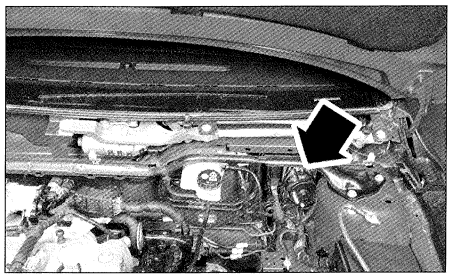

FIG. 2
- el refuerzo del soporte superior del elemento de suspensión (fig. 2) y montar provisionalmente las fijaciones superiores del elemento de suspensión.